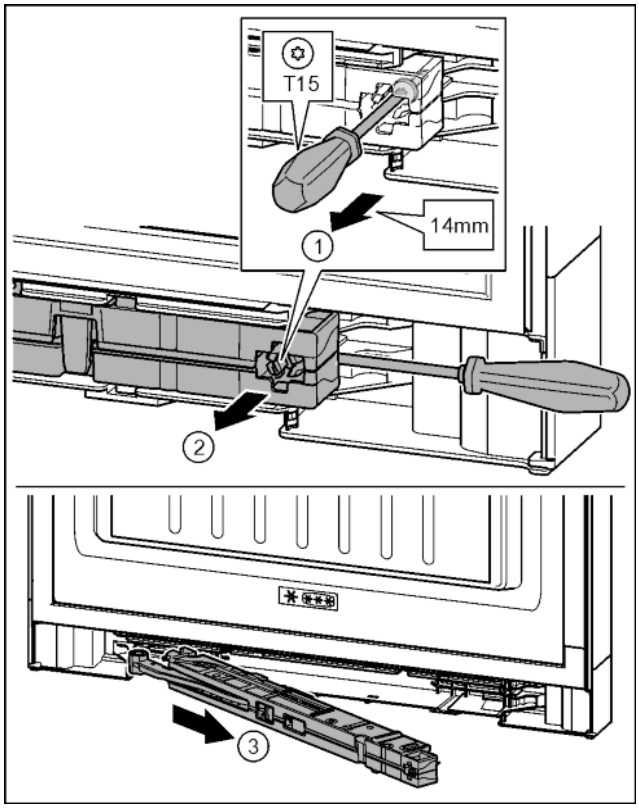

*Fig. 19*
- ▶ Undo the soft-stop mechanism screw with a T15 screwdriver approx. 5 mm. *Fig. 19 (1)*
- ▶ Insert the screwdriver on the handle side behind the soft-stop mechanism. Turn the unit forwards. *Fig. 19 (2)*
- ▶ Remove the unit. *Fig. 19 (3)*